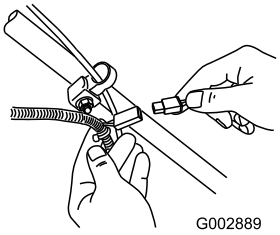

Figur 31
1. Anslut laddaren till maskinens ledningsnät nedanför tändningsnyckeln (Figur 31).